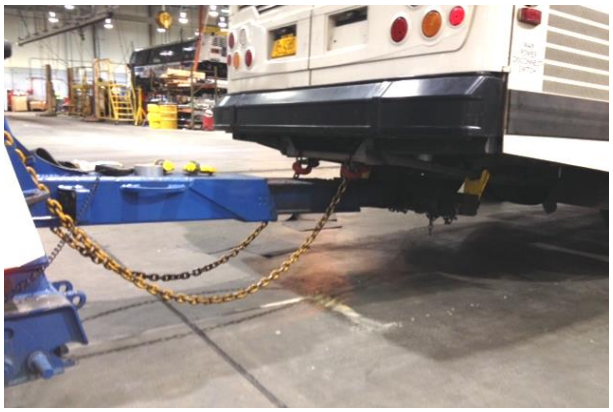

FIGURE 67
12. Attach the two tow truck safety chains from the vehicle engine cradle cross-member to the truck's tow eyes (Figure 67).